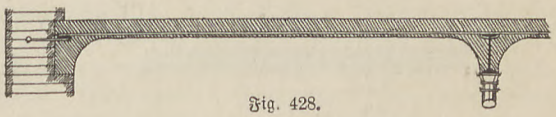

Fig. 428.
32. Spanneisendecke, Fig. 428, (vergl. 10, Hennebiquesches Deckensystem Seite 72) von Theod. Hülssner, Leipzig, Betonbaugeschäft feuersicherer Hennebique-Anlagen. Die Königl. mechan.-techn. Versuchsanstalt zu Charlottenburg hat dieser Decke folgendes bemerkenswerte Zeugnis ausgestellt: